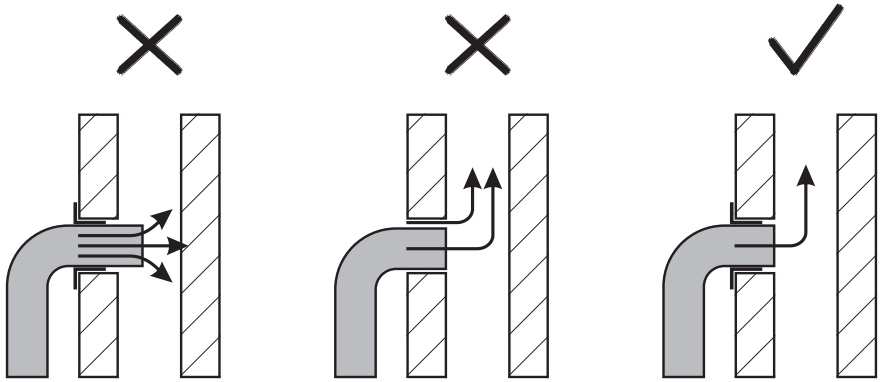

Figure 2b
- the flue pipe must not be inserted too deeply, and the connection openings must be sealed (Figure 2b).